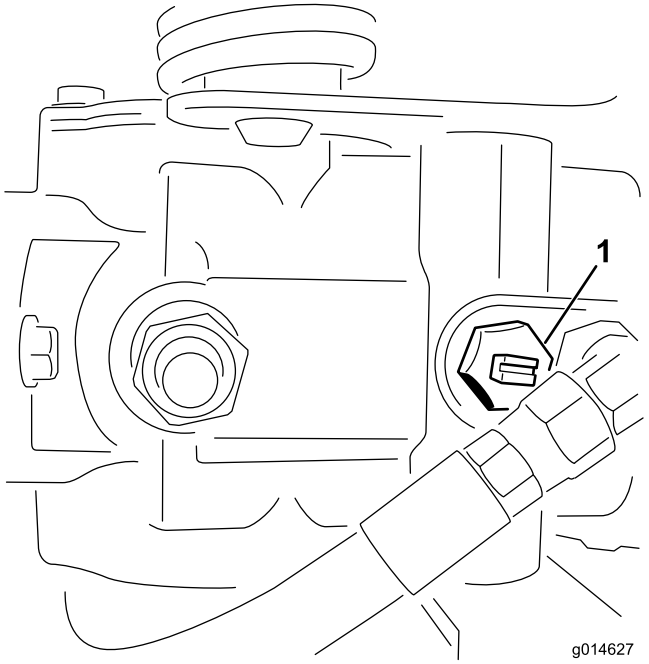

Figuur 40
1. Ga naar de omloopklep op de pomp en draai deze zodat de sleuf verticaal staat (Figuur 40).
2. Voordat u de motor start, moet u de omloopklep sluiten door deze zo te draaien dat de sleuf horizontaal staat (Figuur 40). U mag de motor niet starten als de klep open is.